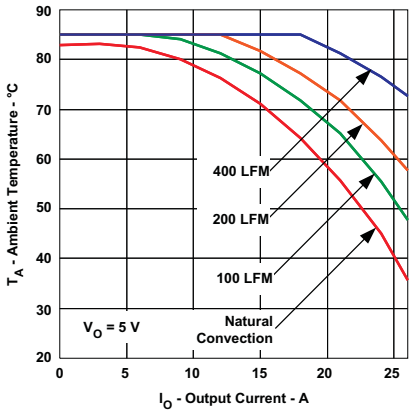

Figure 4.
(2) SOA curves represent the conditions at which internal components are at or below the manufacturer's maximum operating temperatures. Derating limits apply to modules soldered directly to a 4 in. × 4 in. double-sided PCB with 1 oz. copper. For surface mount products (AS and AZ suffix), multiple vias (plated through holes) are required to add thermal paths around the power pins. Please refer to the mechanical specification for more information. Applies to Figure 4.